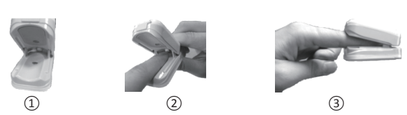

Figura 4: medición
1) Abra el OXÍMETRO DE PULSO, tal como se indica en la primera parte de la Figura 4.①.
2) Introduzca un dedo en el dispositivo (preferiblemente el dedo medio o el índice). Verifique que la posición del dedo sea la adecuada, tal como se indica en la segunda parte de la Figura 4② (con la luz LED contra la prominencia del dedo y el cierre de la pinza contra la lúnula). Cierre el dispositivo sobre el dedo, tal como e indica en la tercera parte de la Figura 4.③.